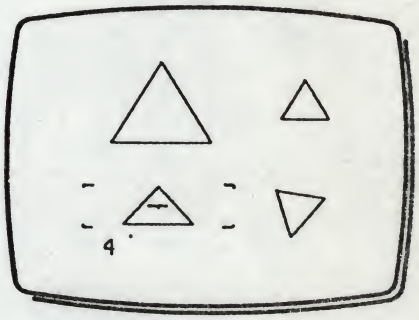

Fig 4
2 Release R when the cursor frame is proportioned as (4) in Fig 4, then rotate Z to alter the size, and move XY to position the cursor frame at (4).